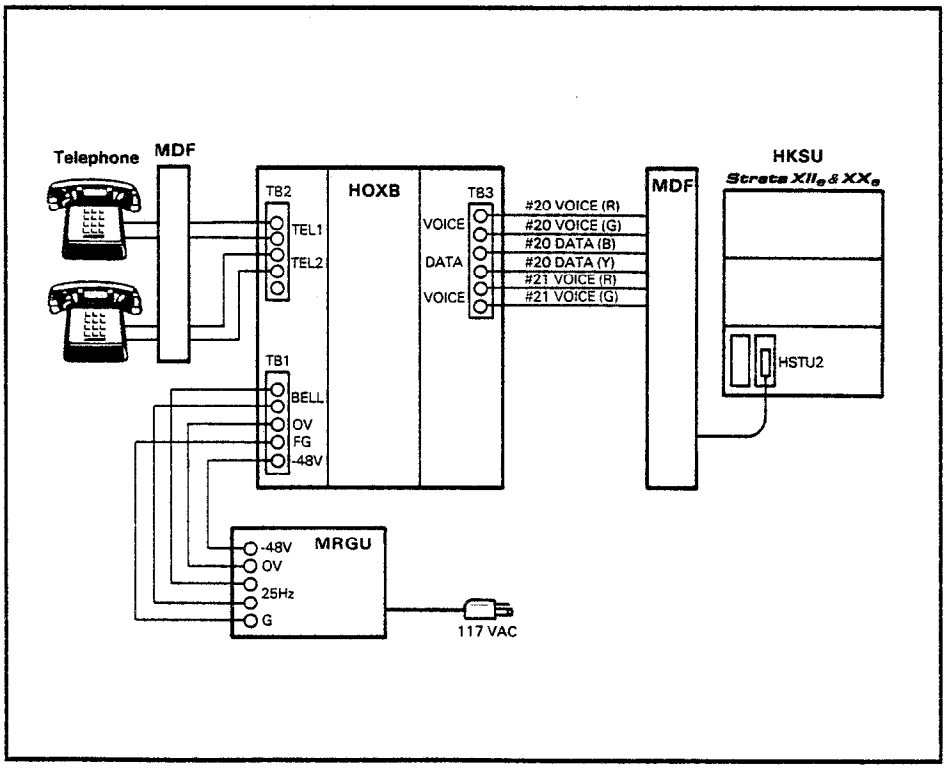

FIGURE 19 — HOXB WIRING
06.61 Three types of wiring arrangements are necessary for off-premise extension/conventional, single-line telephone (OPX) connections: HOXB-to-HKSU, HOXB-to-MRGU and HOXB-to-conventional, single-line telephones. See Figure 19.
06.62 A maximum of two HOXBs are allowed in ***Strata XII$_e$***, while three HOXBs are allowed in ***Strata XX$_e$***. Figure 19 shows the connections for the first HOXB to stations 20 and 21. A second HOXB may be installed for stations 22 and 23. Also, a third HOXB may be installed in ***Strata XX$_e$*** only for stations 24 and 25. The second and third HOXBs are connected in the same manner illustrated in Figure 19.
b) Connect the -48 VDC and 0V battery terminals on both units, observing the correct polarity (see Figure 19).